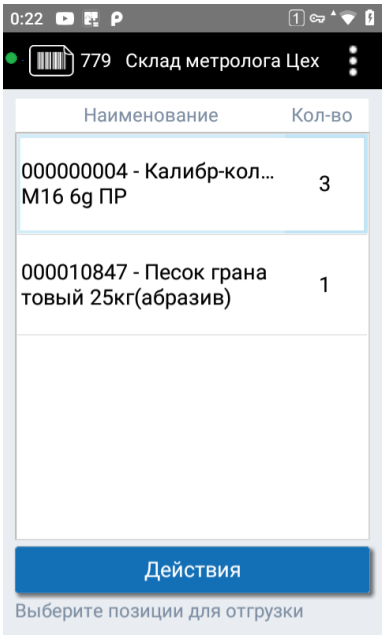
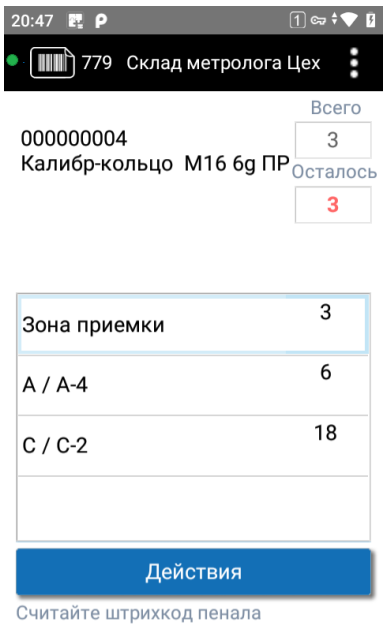

Рисунок 31. Строки документа-требования (ЦИС)
Рисунок 32. Ячейки с требуемой номенклатурой
3. Откроются строки документа (см. Рисунок 31). Выберите строку – откроются ячейки склада, где есть эта номенклатура (см. Рисунок 32). Считайте ШК подходящего пенала. Если в пенале больше, чем нужно, укажите количество и нажмите «Сохранить». Можно сразу сканировать пеналы на экране списка строк – ТСД сам найдёт строку с этой номенклатурой.